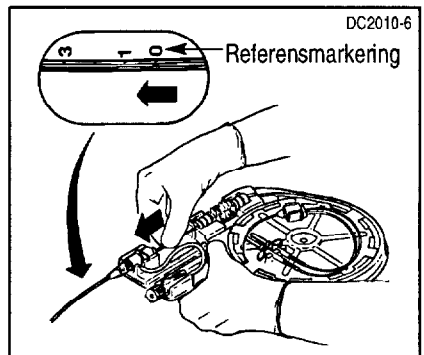

Figur 3. Insättning och positionering av sonden i katetern
4. Skjut fram sonden tills dess referensdjupmarkering (svart band) ligger intill nollmarkeringen på RV-lumens genomskinliga förlängningsrör (Figur 3). Sondens spets ligger nu på grund av tillverkningstoleranserna mellan RV-porten och en punkt 2 cm proximalt om porten. Sonden är klar för framskjutning in till höger ventrikel.